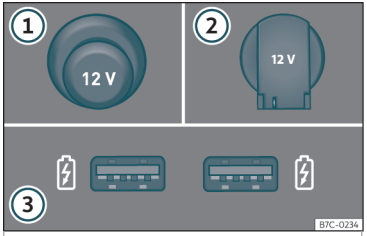

Fig. 120 Tomas de corriente de 12 voltios del vehículo.
Tomas de corriente de 12 voltios ››› **fig. 120**:
- Extraiga el tapón situado en la consola central de la toma de corriente ››› **fig. 120** ①.
- Eleve la tapa de la toma de corriente ››› **fig. 120** ②.
Estas entradas USB se encuentran en la parte posterior de la consola, entre los asientos anteriores ››› **fig. 120** ③. Estos conectores pueden trabajar a una potencia máxima de hasta 10,5 W por puerto.